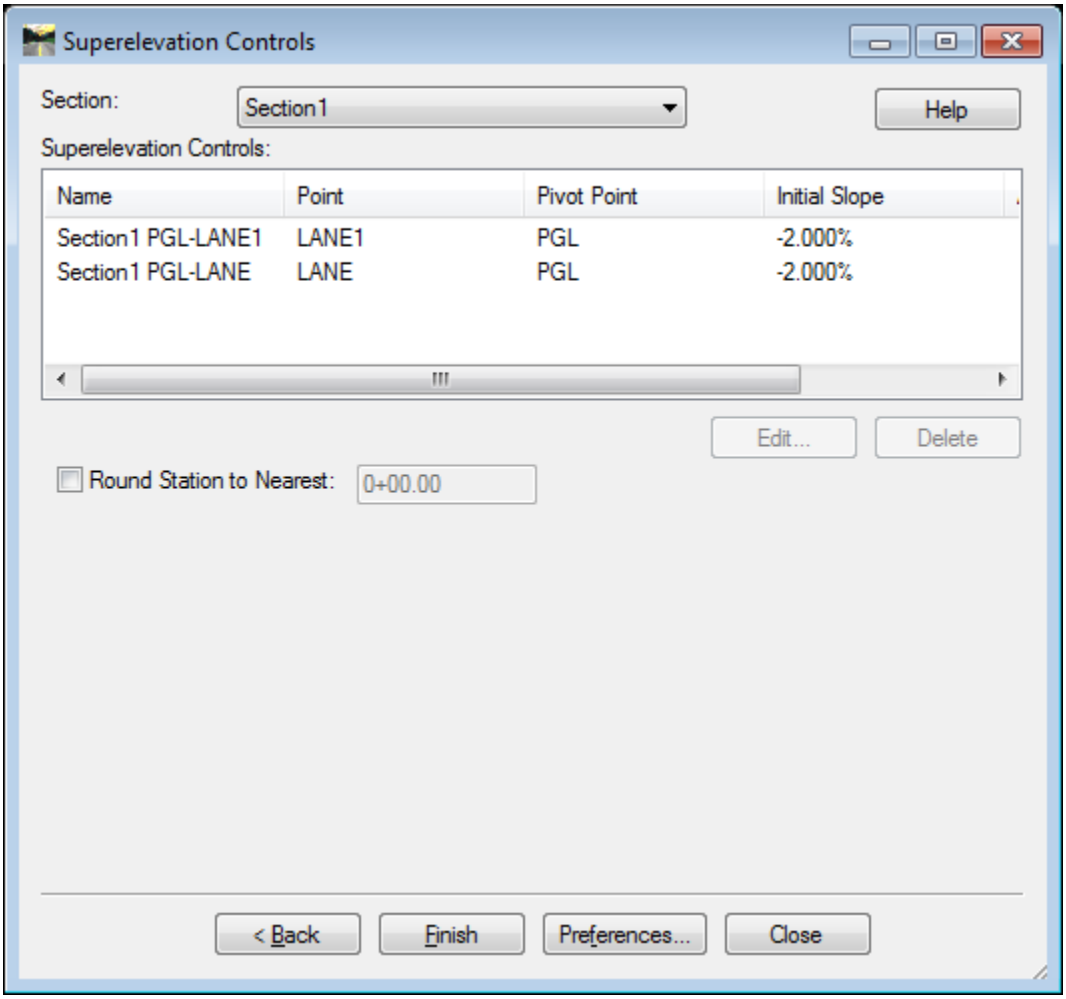

Figure L8-49 Superelevation Controls
88.	**Before Applying the Superelevation Control Lines that have just been created, InRoads Displays them in the Superelevation Controls Window for review. Review the Superelevation Control Lines that were created in the previous steps.** • In the **Superelevation Section Definitions** Window, click **Next >**. The **Superelevation Controls** Window opens as shown in *Figure L8-49*. ***INFORMATION:** Two Superelevation Control Lines have been created. One is from the **PGL** to the Left Range Point, **LANE1**, and the other is from the **PGL** to the Right Range Point, **LANE**. Notice in *Figure L8-49* the name of the Superelevation Control Section, **Section1**, which we assigned in **Step 84**, has been used as a prefix to name each of the Superelevation Control lines.